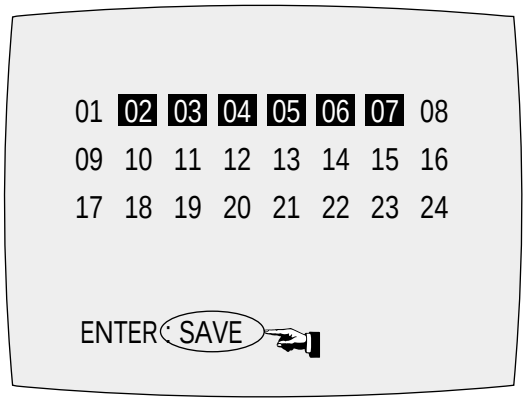

Fig. 5-15
5) Press the “ENTER” button of remote control again to store the option number. (“SAVE” is displayed for a second as shown Fig. 5-15 this setting is completed.)